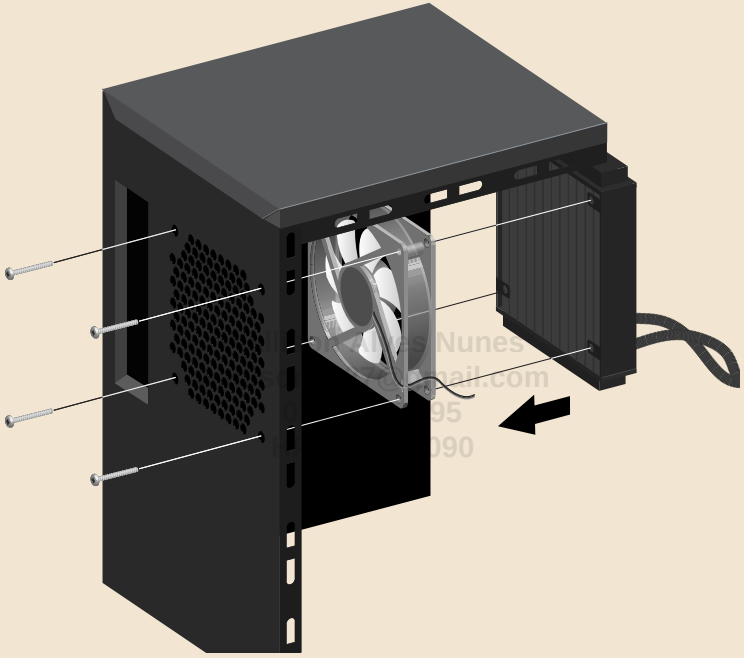

Figura 20.11: Instale o radiador.
3. Você deverá verificar, no manual do sistema de refrigeração, como a ventoinha e o radiador deverão ser instalados. Na Figura 20.11, ilustramos uma configuração bastante comum, com a ventoinha entre o radiador e o painel do gabinete, em modo de exaustão, isto é, puxando ar do radiador e soprando-o para fora do gabinete. Com isso, o lado da ventoinha contendo sua armação deverá ficar em contato com o painel do gabinete (mais detalhes no tópico *Sentido* do Capítulo 13).